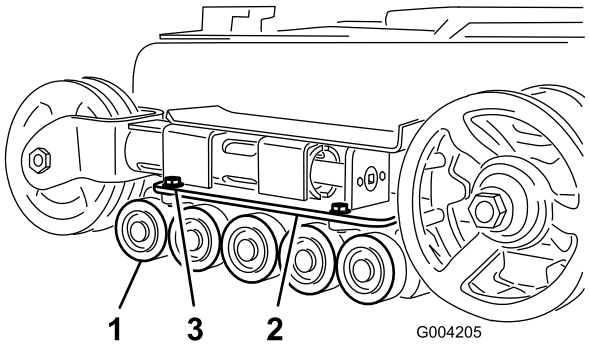

Figur 48
2. Ta bort de fyra bultarna som fäster varje nedre larvbandsstyrning som innehåller väghjulen, och ta bort hjulen (Figur 48).